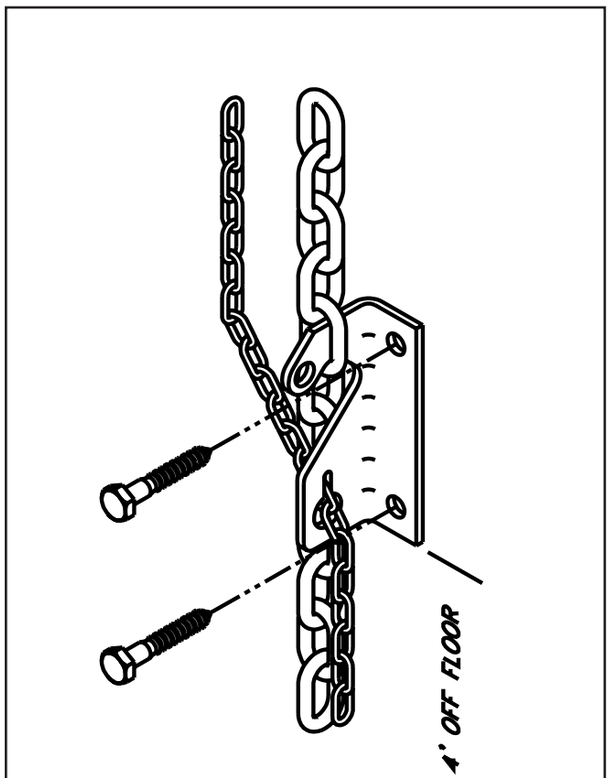

FIGURE 11
3. Use lag screws to attach the chain lock bracket [**Item 10**] to the wall, vertically in line with the sash chain about four feet off the floor. See **Figure 11**.